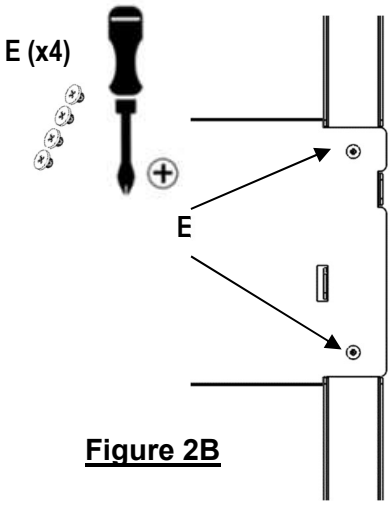

Figure 2B
- Utiliser des vis à tête lisse (fournies) pour fixer le support central au support latéral, voir figure 2B.